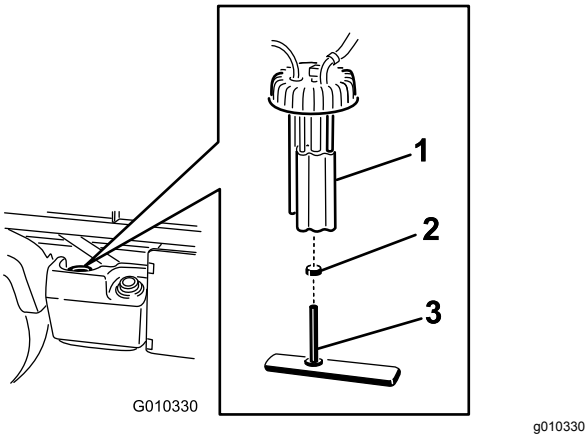

**Figur 48**
2. Koble ledningsfastspennerne fra drivstoffpumpen (Figur 48).
3. Løsne slangeklemmen og koble drivstoffslangen fra drivstoffpumpelokket (Figur 48).
4. Ta av drivstoffpumpelokket fra toppen av drivstofftanken (Figur 48).
5. Fjern drivstoffpumpeenheten og drivstoffilteret fra tanken (Figur 48).
7. Fjern slangen fra nippelen (Figur 48).